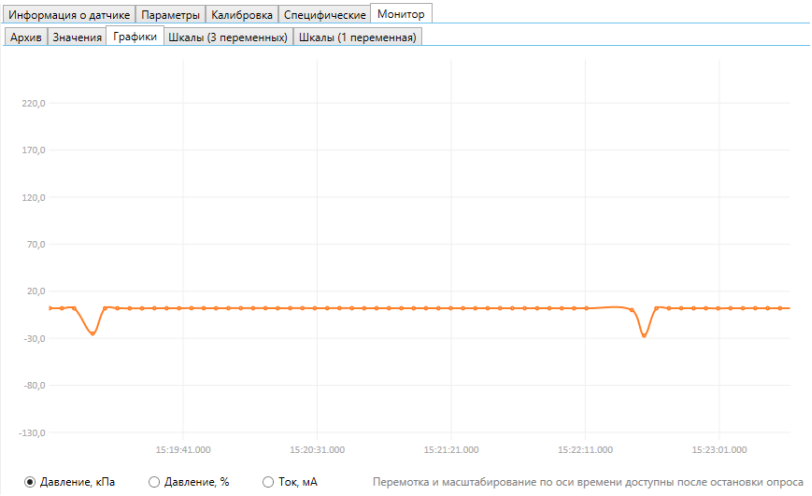

Рисунок 24 — Вкладка «Графики»
3.8.6 Вкладка «График» отображает полученную с датчика информацию в графическом виде (рисунок 24).